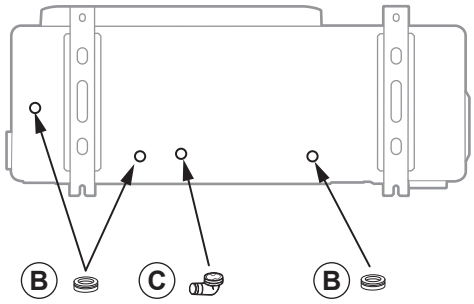

fig. 18 - Installation of the outdoor unit evacuation of condensates
- Water may flow out of the outdoor unit when it is operating. Do not install the outdoor unit on a paved terrace; choose a well-drained location (e.g. gravel or sand). If installation is carried out in an area where the temperature stays below 0°C for long periods, check that the presence of ice does not present any danger. A drain pipe can also be connected to the condensate drain pan (optional) (fig. 18, page 19).